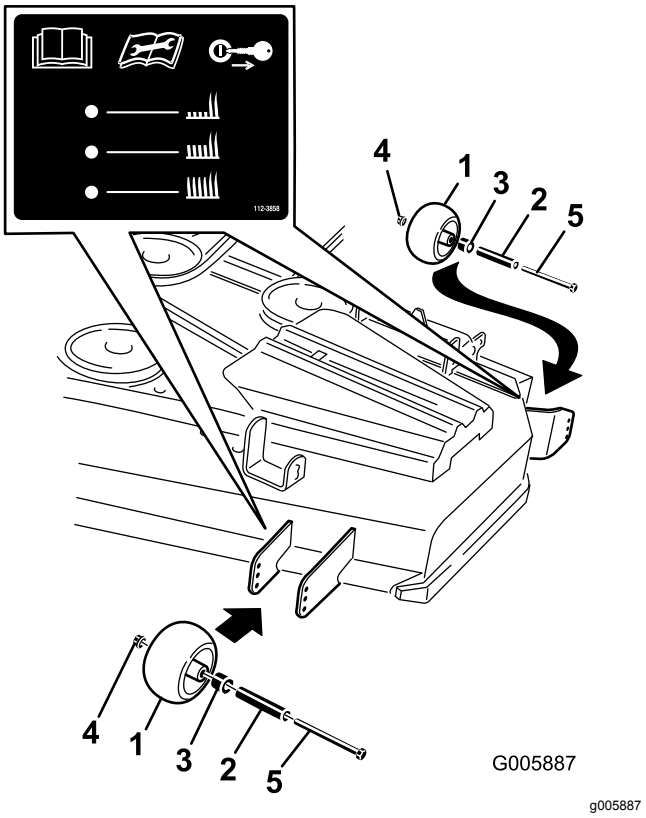
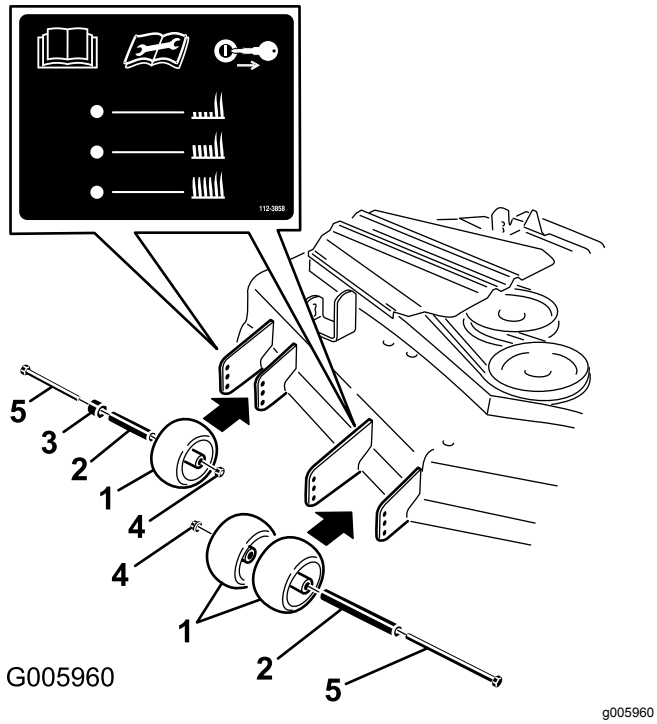

Figur 19
Figur 20
3. Når du har justeret klippehøjden, skal du justere rullerne ved at fjerne flangemøtrikken, bøsningen, afstandsbøsningen og bolten (Figur 19 eller Figur 20).
Bemærk: De to midterste ruller har ikke en afstandsbøsning (Figur 19 eller Figur 20).
5. Monter flangemøtrik, bøsning, afstandsklods og bolt. Tilspænd til et moment på 54–61 N·m (Figur 19 eller Figur 20).